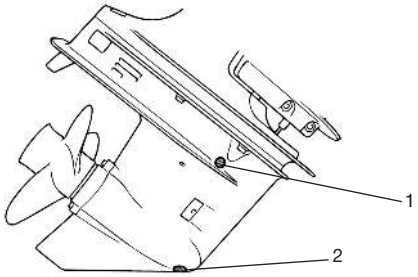

Рис. 50 Пробки сливного и контрольного отверстий
1. Наклоните мотор так, чтобы сливное отверстие было в самом нижнем положении (Рис. 50).
3. Выкрутите пробку 2 сливного отверстия (Рис. 50).
4. Выкрутите пробку 1 контрольного отверстия (Рис. 50), это позволит маслу быстрее стечь.
7. Когда масло начнет выступать из контрольного отверстия, сначала закрутите пробку 2 контрольного отверстия (Рис. 50), затем пробку 1 сливного отверстия (Рис. 50).